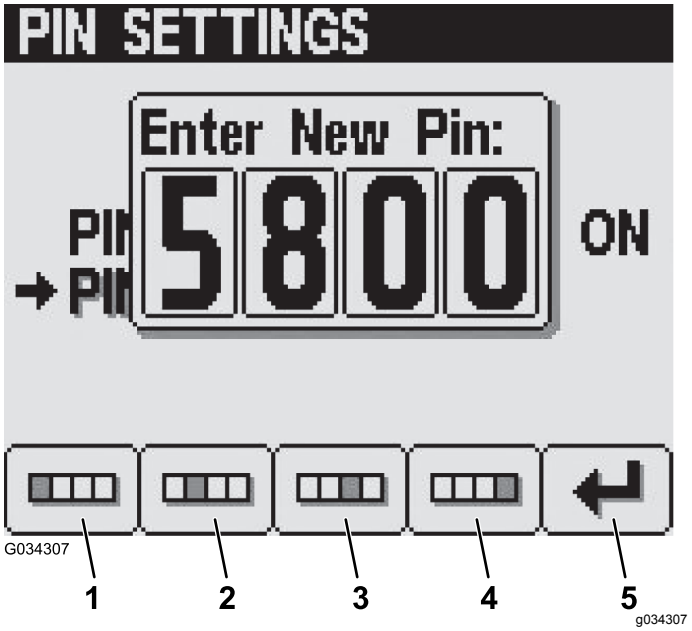

Figur 36
5. Gå till skärmen Ange ny PIN, ange den nya PIN-koden med knapp 1–4 och tryck på knapp 5 för att mata in den i InfoCenter (Figur 36).